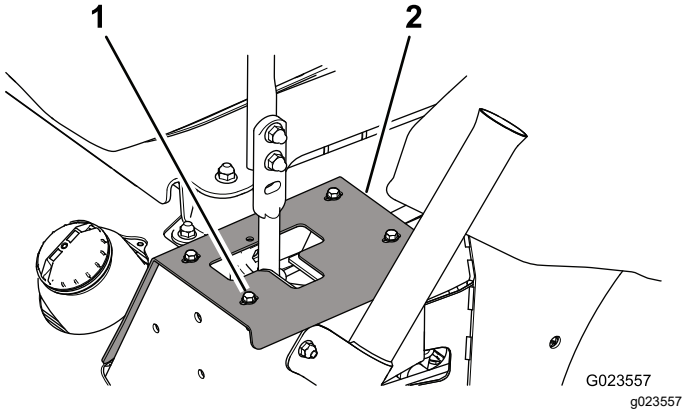

Rysunek 62
2. Aby uzyskać dostęp do śrub mocujących tłumika drgań, wykręć śruby mocujące płytki ograniczające do ramy (Rysunek 62).